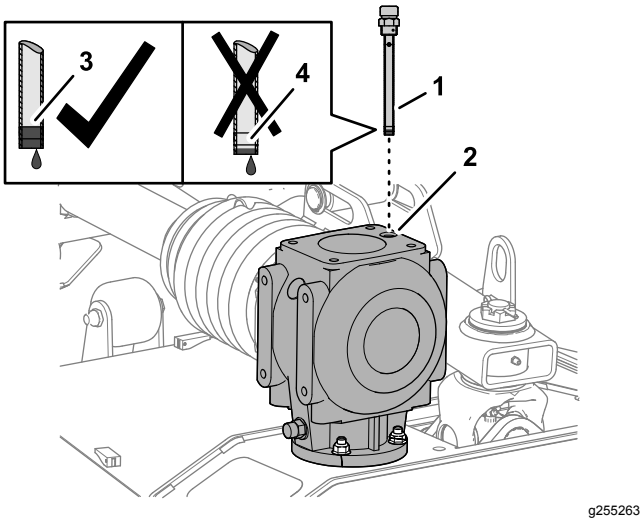

Figur 58
1. Ta ut mätstickan ur mätstickans öppning längst upp på mittväxellådan (Figur 57 eller Figur 58).
2. Kontrollera vätskenivån som indikeras på mätstickan (Figur 57 eller Figur 58).
4. Gänga in mätstickan i påfyllningsöppningen och dra åt mätstickan (Figur 57 eller Figur 58).